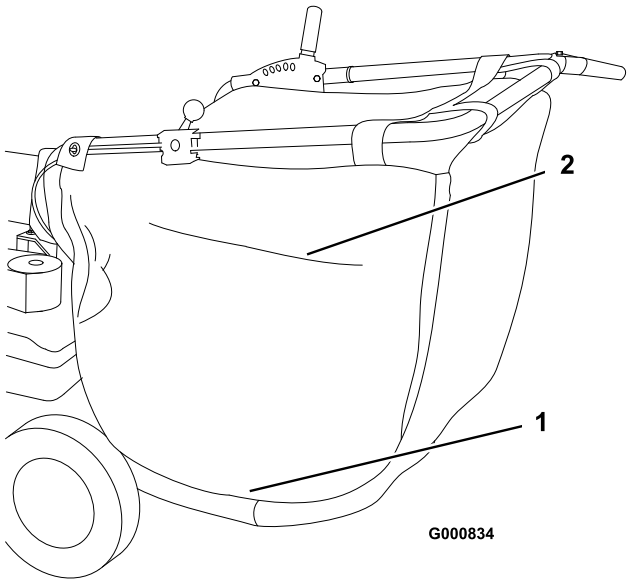

Figur 19
3. Lyn siden af posen op, og smid indholdet ud (Figur 19).
Posen har en ventilationsåbning, der kan lukkes med en lynlås (Figur 19). Ved sugning på et område, der nærmest er frit for støv, bør sideventilationsåbningen være åben, så luften kan strømme frit. Ved sugning på et støvet område skal åbningen lynes til.